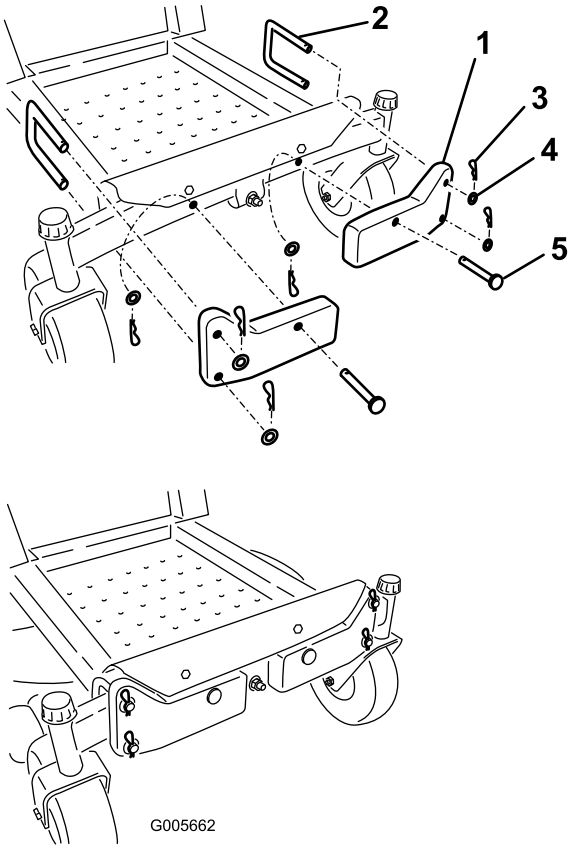

Figura 3
2. Retire el reposapiés para tener acceso a los taladros del bastidor (Figura 3).
3. Sujete los pesos a la parte delantera del bastidor de la máquina con dos pasadores en U<, dos pasadores, seis arandelas (0,531 x 1,063), y seis chavetas, según se muestra en Figura 3.